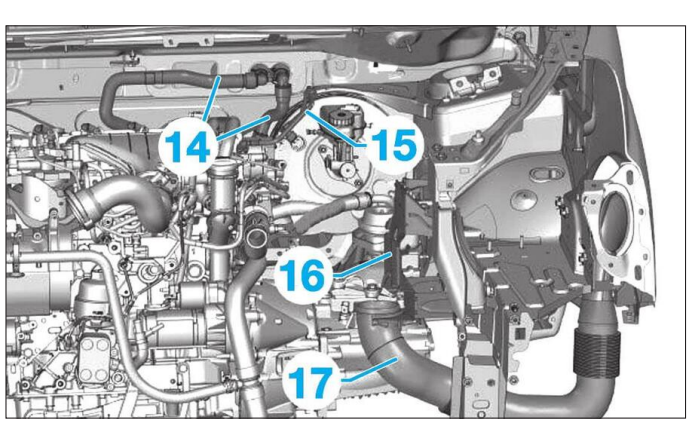

**Fig. 69**
- les durits du radiateur de chauffage (14) **(Fig.69)**,
- la durit à dépression de l'amplificateur de freinage (15).
- le support de boîte à air (16),
- le col d'entrée d'air (17),